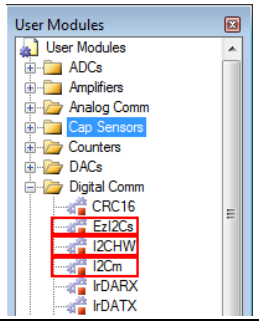

Figure 12 PSoC™ Designer 内の I²C のユーザー モジュール
インフィニオンは、 PSoC™ Designer 内のユーザー モジュール カタログに、コンフィギュレーション済みでプリコードされた I²C ユーザー モジュール (UM) を提供します。**Figure 12** を参照してください。